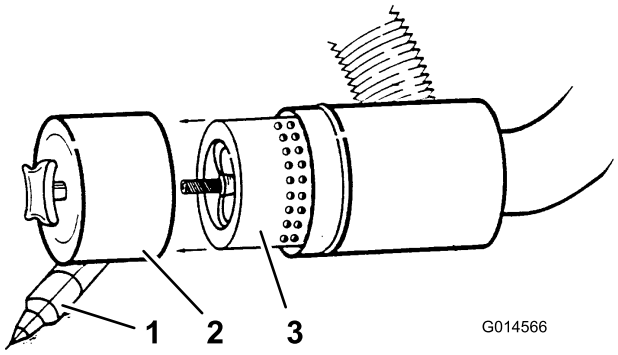

Figura 35
4. Retire e substitua o filtro (Figura 35).